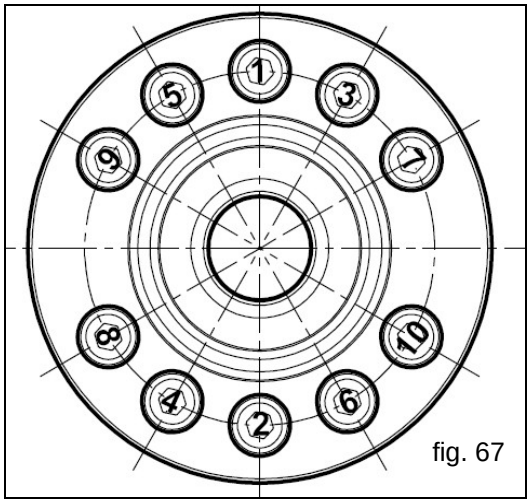

fig. 67
*** The support fixing screws must be tightened in a single phase respecting the order shown in the diagram in fig.67.